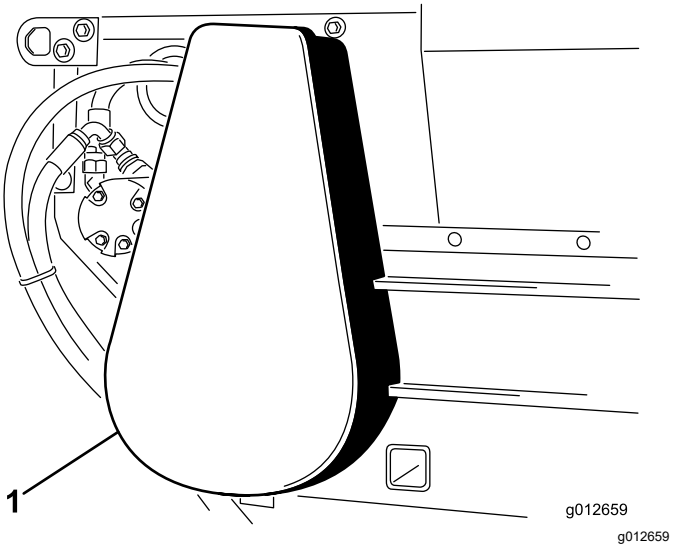

Figur 23
2. Fjern kjededekslet (Figur 23).
6. Monter kjededekslet (Figur 23).